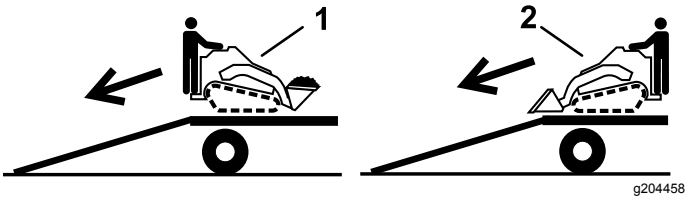

Rysunek 37
2. Wyładunek maszyny wykonuj tak, aby cięższa jej strona była po wyższej stronie pochylni, ładunek przewoź nisko (Rysunek 37).